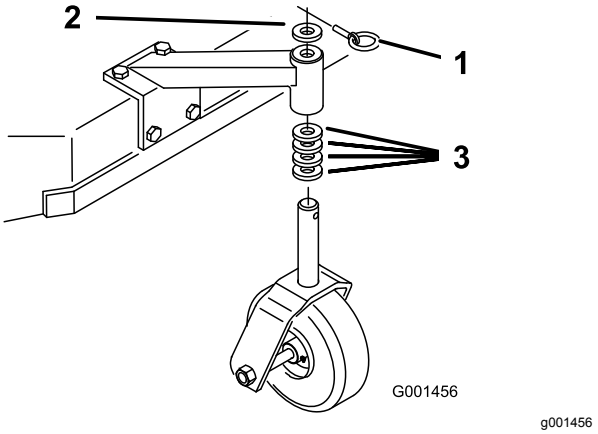

Figur 17
1. Tilpas styrehjulets afstandsbøsninger til det valgte akselmonteringshul (Figur 17). Se Skema over klippehøjder (side 19).
2. Fjern låsestiften, skub styrehjulet ud af støtten og udskift afstandsbøsningerne (Figur 17).
3. Placer styrehjulet i støtten, og indsæt låsestiften (Figur 17).